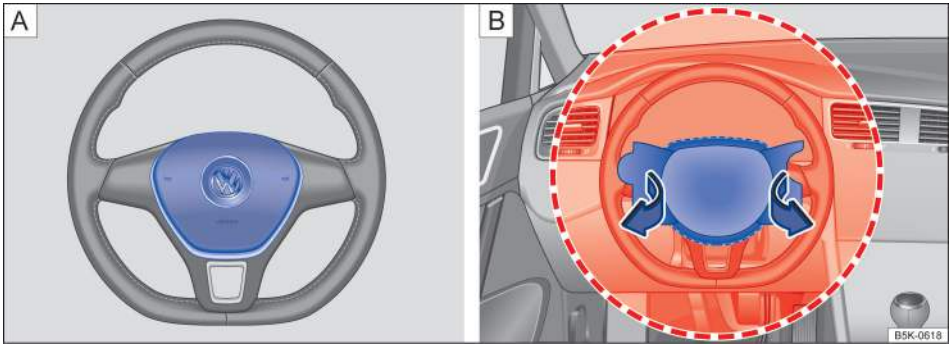
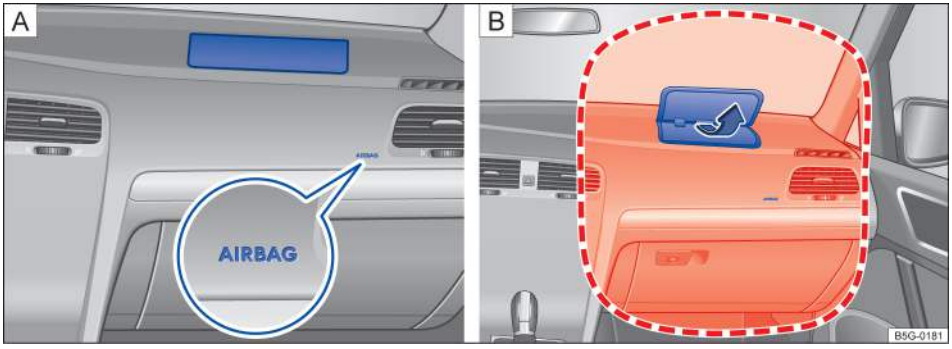

Fig. 34 Location and deployment zone of the driver front airbag.
Fig. 35 Location and deployment zone of the front passenger front airbag.
The vehicle is equipped with an Advanced Airbag System in compliance with the United States Federal Motor Vehicle Safety Standard (FMVSS) 208 or the Canada Motor Vehicle Safety Standard (CMVSS) 208 applicable at the time your vehicle was manufactured. The airbag for the driver is in the steering wheel hub → fig. 34 A and the airbag for the front passenger is in the instrument panel → fig. 35 A. The general location of the airbags is marked "AIRBAG."
The areas marked in red (dotted lines) → fig. 34 B and → fig. 35 B indicate the airbag deployment zone. Never place or attach accessories or other objects (such as cup holders, telephone brackets, note pads, navigation systems, large, heavy or bulky objects) on the doors, on the windshield, over or near the area marked in red (dotted lines).
- Never place accessories or other objects (such as cup holders, telephone brackets, notepads, navigation systems, or things that are large, heavy, or bulky) on the doors or attach them to the doors; never place them over or near the area marked "AIRBAG" on the steering wheel, instrument panel, or seat backrests, or between those areas and someone in the vehicle → fig. 34 and → fig. 35. Such objects could cause serious injury in a collision, especially if an airbag inflates.